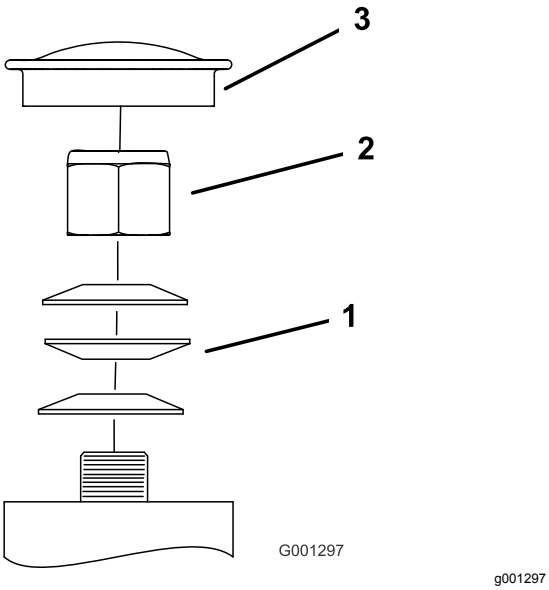

**Figuur 59**
3. Verwijder de stofkap van het zwenkwiel en draai de borgmoer aan (Figuur 59).
4. Draai de borgmoer aan totdat de veerringen vlak liggen, en draai deze vervolgens een 1/4 slag terug om de voorspanning op de lagers correct af te stellen (Figuur 59).
***Belangrijk:*** **Zorg ervoor dat de veerringen goed zijn geplaatst, zoals getoond in Figuur 59.**
5. Plaats de stofkap (Figuur 59).